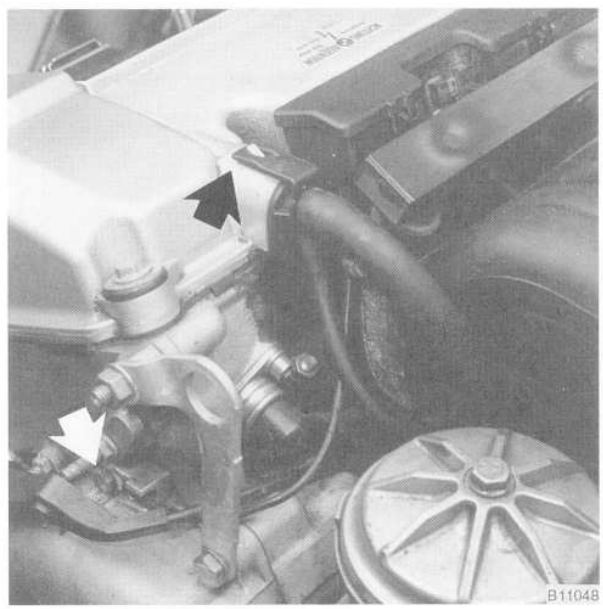

Fig. 9. Crankcase ventilation hose fitting and ground wire (**arrows**) to be disconnected and removed.
10. Disconnect the crankcase ventilation hose fitting from the cylinder head cover. Remove the wiring cover from the front of the cylinder head and then remove the ground wire(s) shown in Fig. 9.